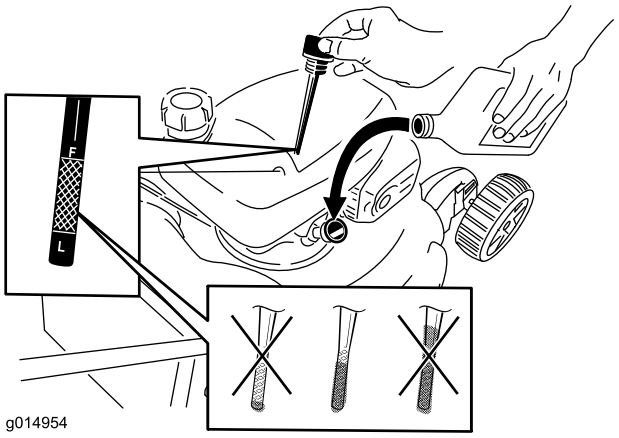

Figuur 10
1. Verwijder de peilstok uit de buis en veeg deze schoon. Schuif daarna de peilstok weer helemaal terug (Figuur 10).
2. Haal de peilstok eruit en controleer het oliepeil (Figuur 10). Als het peil onder de **Bijvullen**-markering op de peilstok staat, giet dan **lanzaam** voldoende olie in de vulbuis totdat het peil de **Vol**-markeringhop de peilstok bereikt. **Niet te vol vullen.** (Maximaal vullen: 0,55 l, **type: SAE 30 motorolie** met onderhoudsclassificatie van het American Petroleum Institute (API) van SL, SM of hoger. U kunt SAE 10W30 gebruiken als geen SAE 30 voorhanden is.)